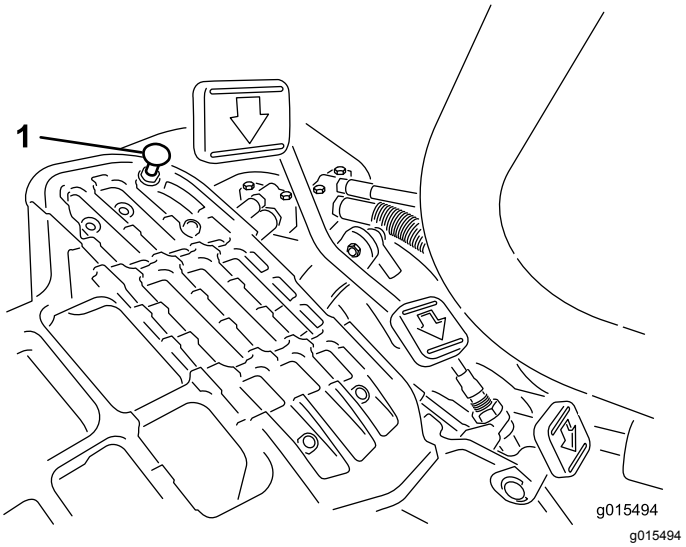

Figur 33
For at opnå maksimal transporthastighed skal du sætte funktionsbevægelseshåndtaget i TRANSPORT-positionen og trykke ned på traktionspedalen. Hvis pedalen berører stoppet (Figur 33), inden du mærker stramningen på kablet, skal du udføre følgende justeringsprocedure:
1. Sæt funktionsbevægelseshåndtaget i TRANSPORT-positionen, og løsn den låsemøtrik, der holder pedalstoppet på gulvpladen (Figur 33).